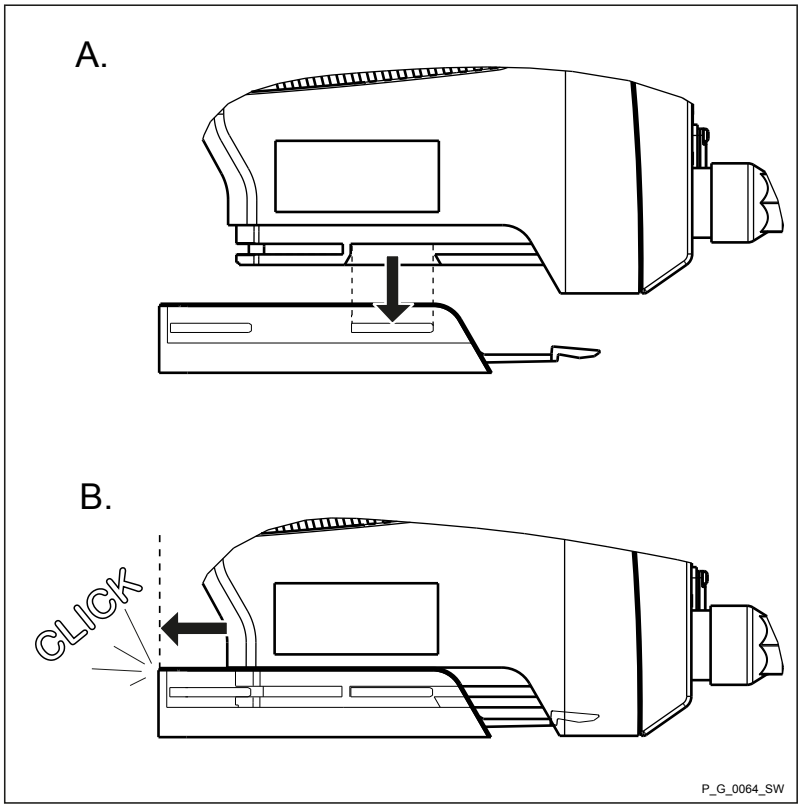

*Fig. 9*
3. Lock the foot of the metering pump into the mounting plate – see Fig. 9.